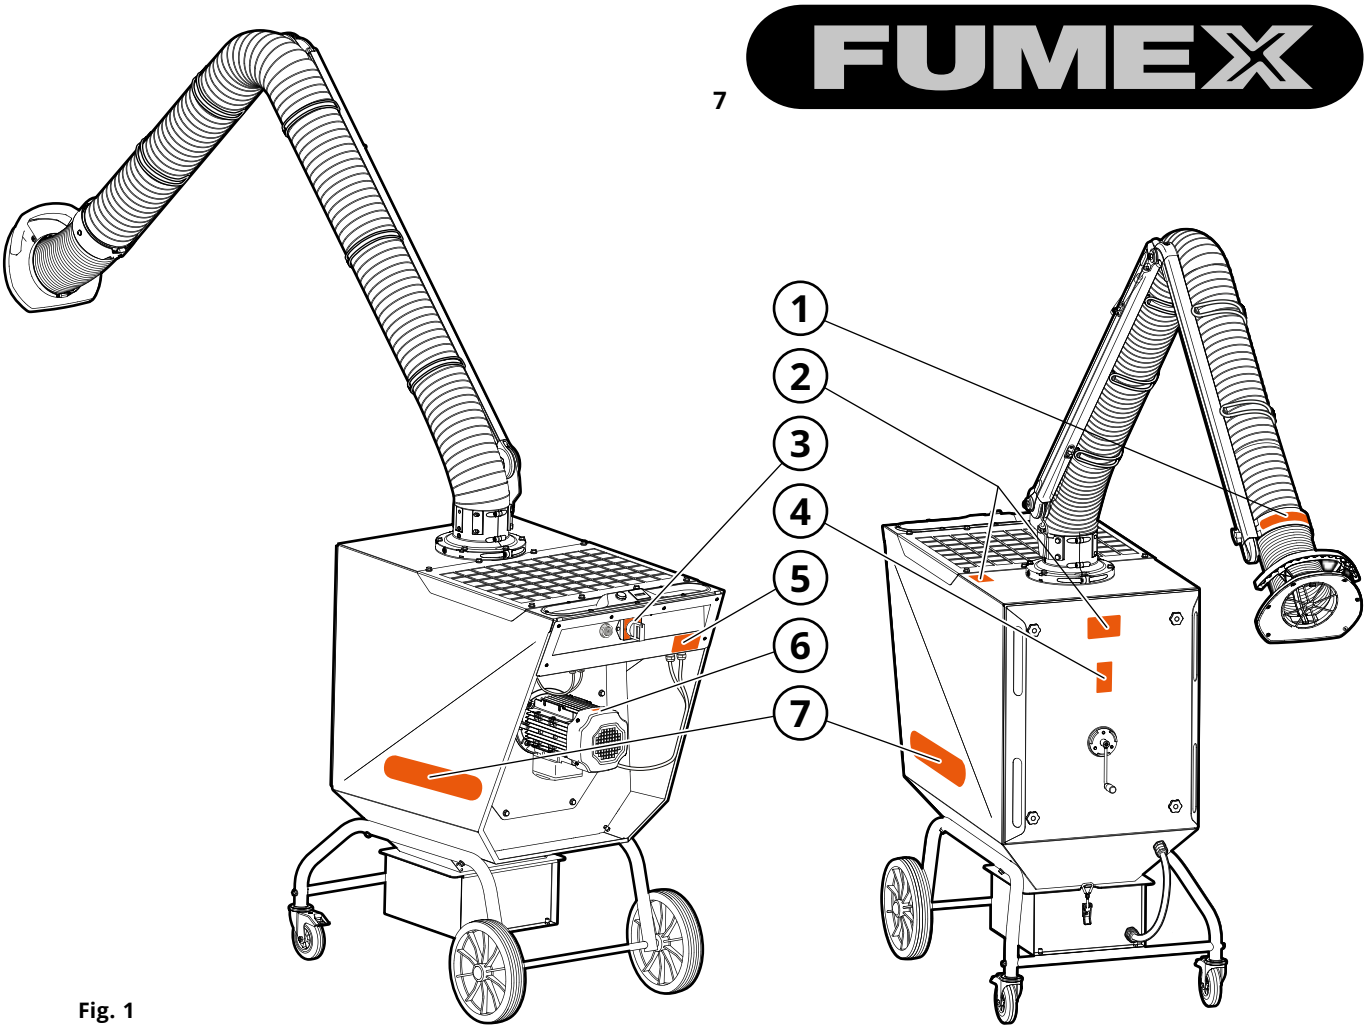
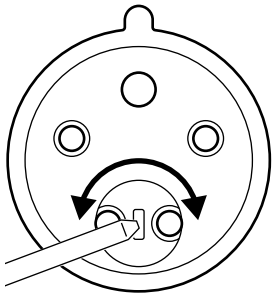

Fig. 1
Fig. 16
Enligt **Fig. 1.**
3. Kontrollera rotationsriktning på fläktmotorn. Fläktmotorns rotationsriktning kontrolleras genom att starta fläkten, därefter stanna fläkten. När varvtalet avtar syns vilket håll motorn roterar genom skyddskåpan för fläktkylning (där dekalen sitter, enligt **Fig. 1** pos 6). Om rotationsriktningen är felaktig, fasvänd i stickproppen med platt mejsel enligt **Fig. 16**.